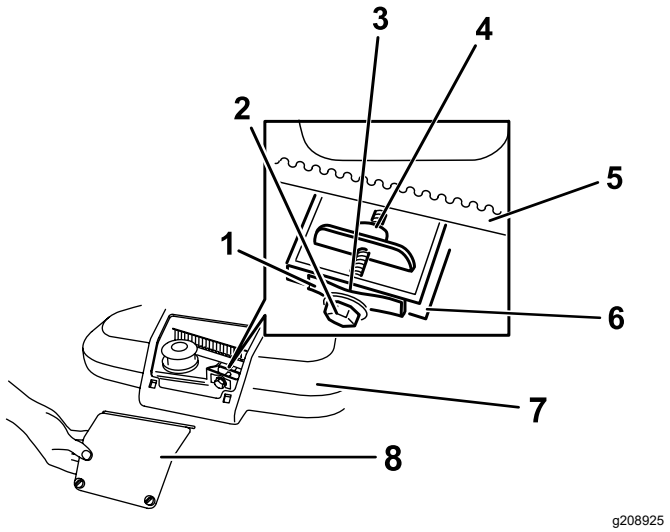

**Figure 32**
1. Desserrez les 2 fixations quart-de-tour sur le panneau d'accès au couvercle de courroie et déposez le panneau (Figure 32).
**Remarque:** Si un espace est visible entre la jauge et le ressort, serrez le boulon et l'écrou de réglage jusqu'à ce que la jauge d'épaisseur puisse à peine passer dans l'espace (Figure 32).